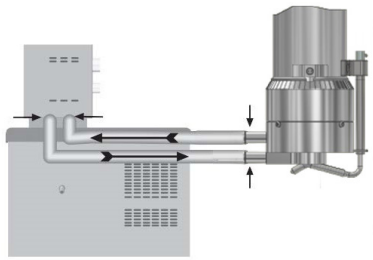

Figure A-2
- Figure A-2 shows a typical water bath setup. Connect the sample cup inlet/outlet ports to the water bath inlet and outlet and set the bath to the desired test temperature. Allow sufficient time for the bath to reach the test temperature.